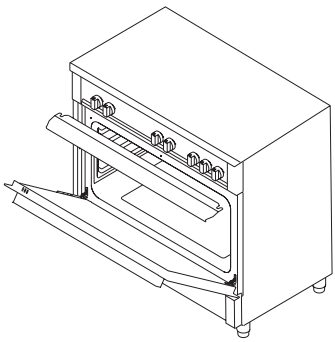

Figura 27
3. Colocar o painel de segurança sob o painel de controlo abrindo o vidro da tampa frontal do forno. (figura 27)